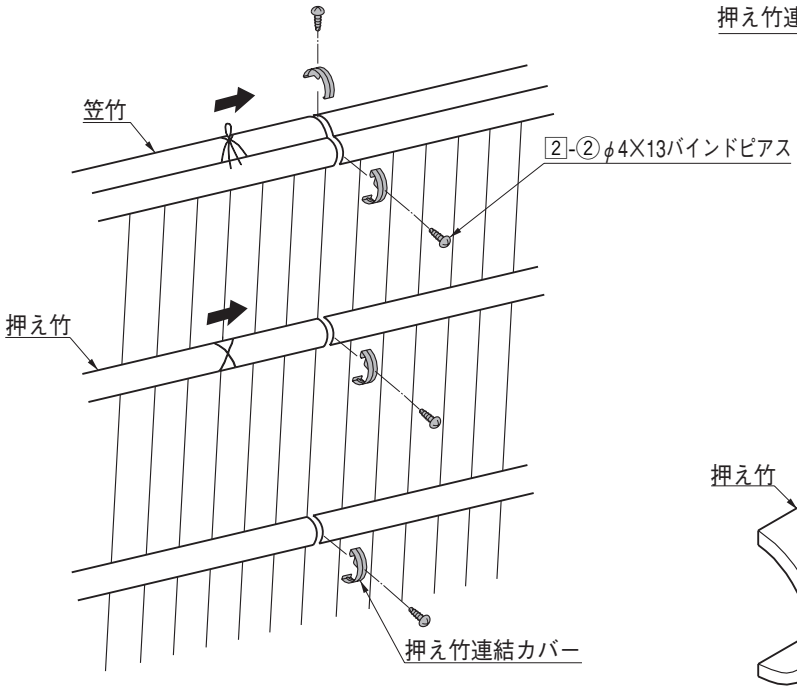
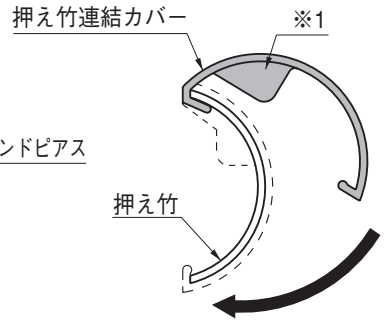

図9-1
図9-2
❶笠竹と押え竹のつなぎ目に押え竹連結カバーを差し込んでください。（図9-1,図9-2参照）
❸押え竹連結カバー取付け後、笠竹、押え竹（一個おき）の端部のシュロ縄をつなぎ目にずらしてください。（図9-1参照）